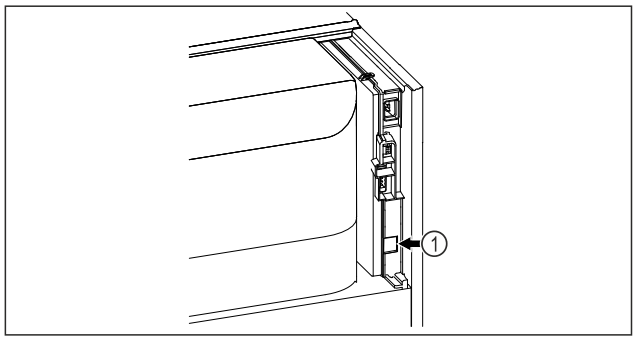

Fig. 129
❑ SmartModule *Fig. 129 (1)* este instalat.